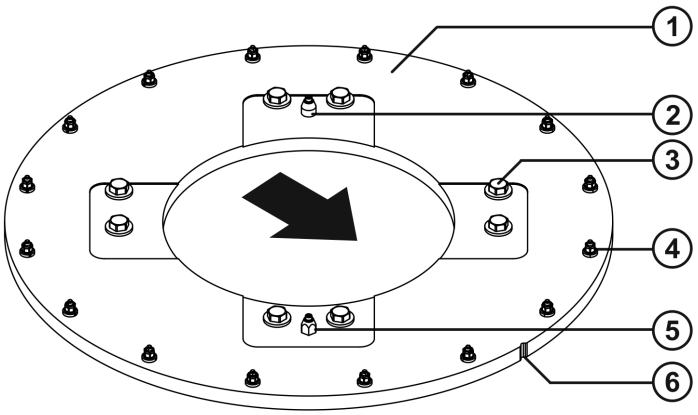

Fig. 7-3: Mounting base
2. Screw 2 locating pins into the bedplate with 1 M8x55-8.8 Allen screw each and check that they are fitted securely (>>> *Fig. 7-3*).